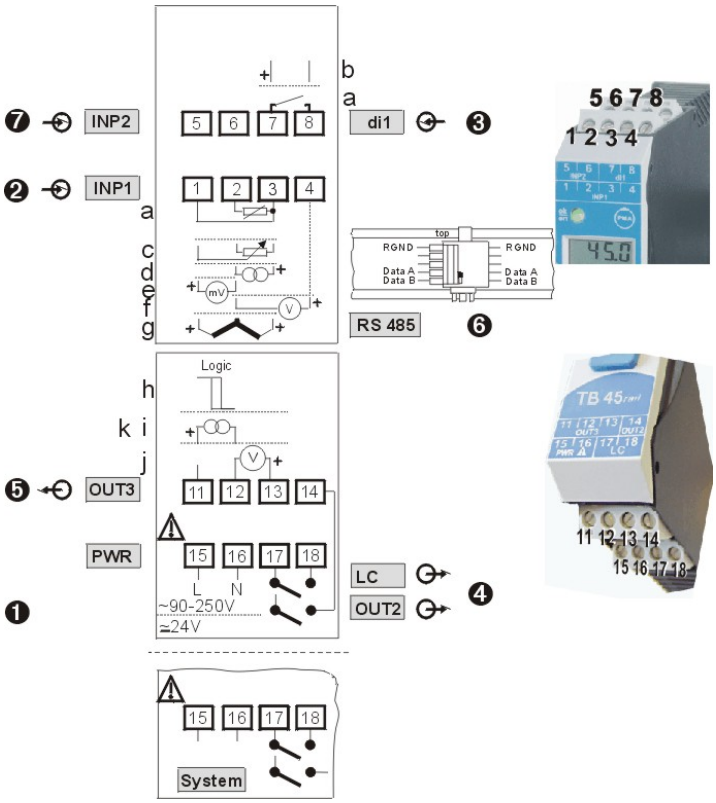

Fig 2: Connection diagram TB 45 EN14597 (2009-1)
The version table was enhanced with one unit typeTB45-2 **temperature limiter TB** according to EN14597 (Tab. 3). To securely recognize any component failure, the following must be observed carefully by the user (connection diagram see Fig.2):
- Connect resistance thermometer according to Fig.2!